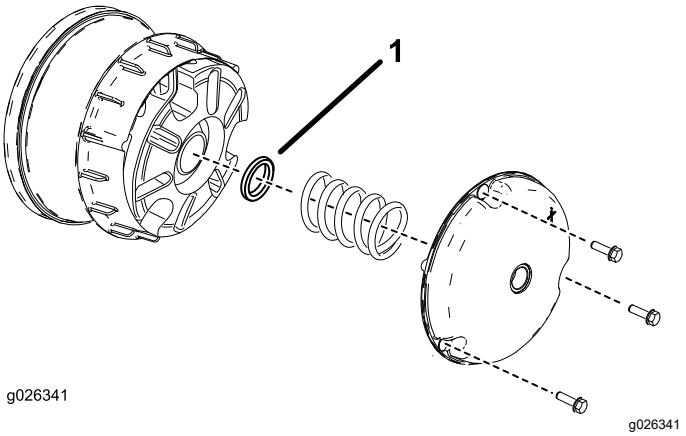

Figuur 63
2. Verwijder de bouten waarmee de kap van de primaire koppeling is bevestigd zoals getoond in Figuur 63.